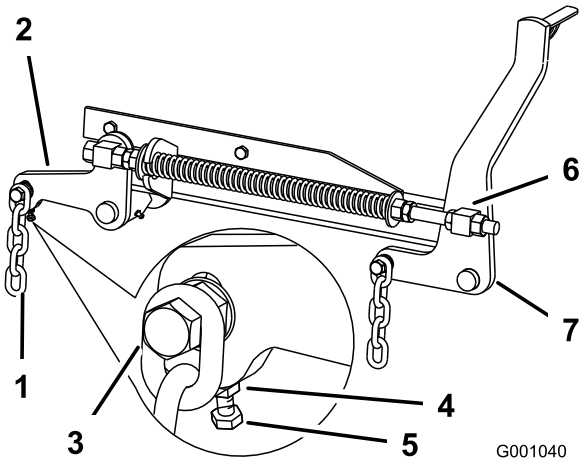

Figur 81
7. Hvis målingene ved stillingene **B** eller **C** ikke er korrekte, løsne bolten som fester den bakre kjeden til den bakre støtten (Figur 81).
8. Løsne låsemutteren under den bakre støttearmen og juster justeringsbolten for å få en måling på 80 til 83 mm (Figur 81).
7. Løsne de fremre svivellåsemutrene på høyre og venstre svivel ca. 13 mm (Figur 81).
8. Juster hevemutteren på både venstre og høyre side av maskinen for å oppnå 6–10 mm lavere foran ved **A** enn bak ved **B** (Figur 81).